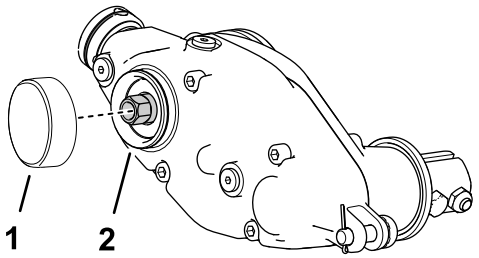

Figura 14
1. Aplique fijador de unión cilíndrica de resistencia media (como Loctite® 609 verde) alrededor de la ranura de la anilla a presión y en la superficie del diámetro externo (Figura 14).
2. Instale el tapón, tal y como se muestra en Figura 14.